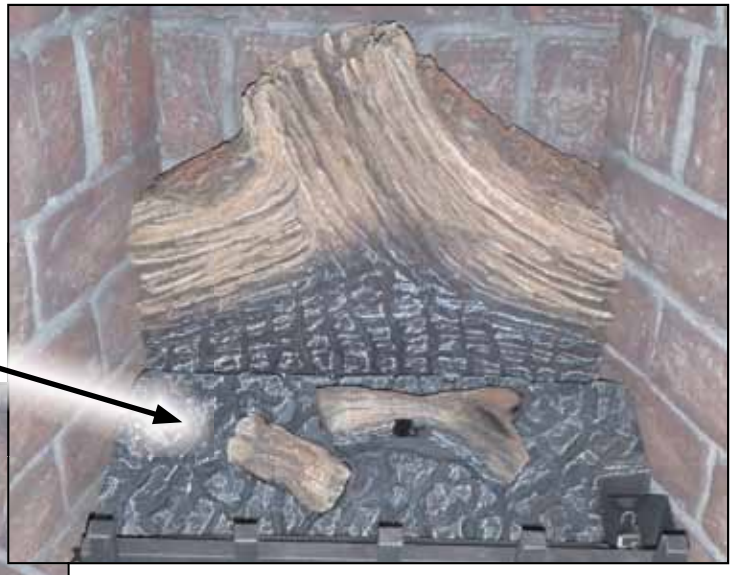

Figure 51. Back Log and Ember Bed Installation.
Step 1: Place the back log on the top legde of the air duffuser with back up against the rear brick panel. Install the ember bed assembly into the firebox as shown, making sure the ember bed is up against the front lip of the firebox air diffuser (Figure 51)